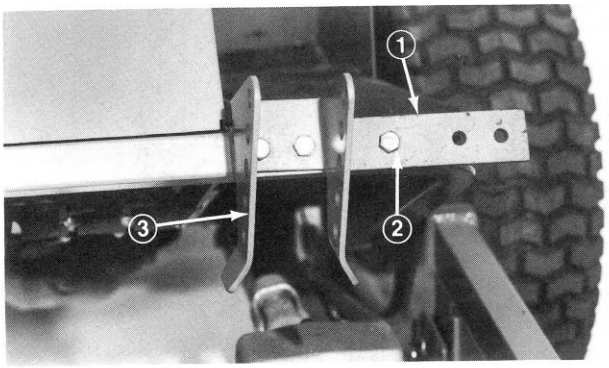

Figure 6
2. Using center hole in mounting bracket and outside hole in front frame, secure bracket to front frame with (1) one 2-1/4" long capscrew and flangenut (Fig. 6).
3. Aligning holes in spring bracket, mounting bracket, and front frame, secure brackets to front frame with (2) two 2-1/4" long capscrews and flangenuts (Fig. 6).